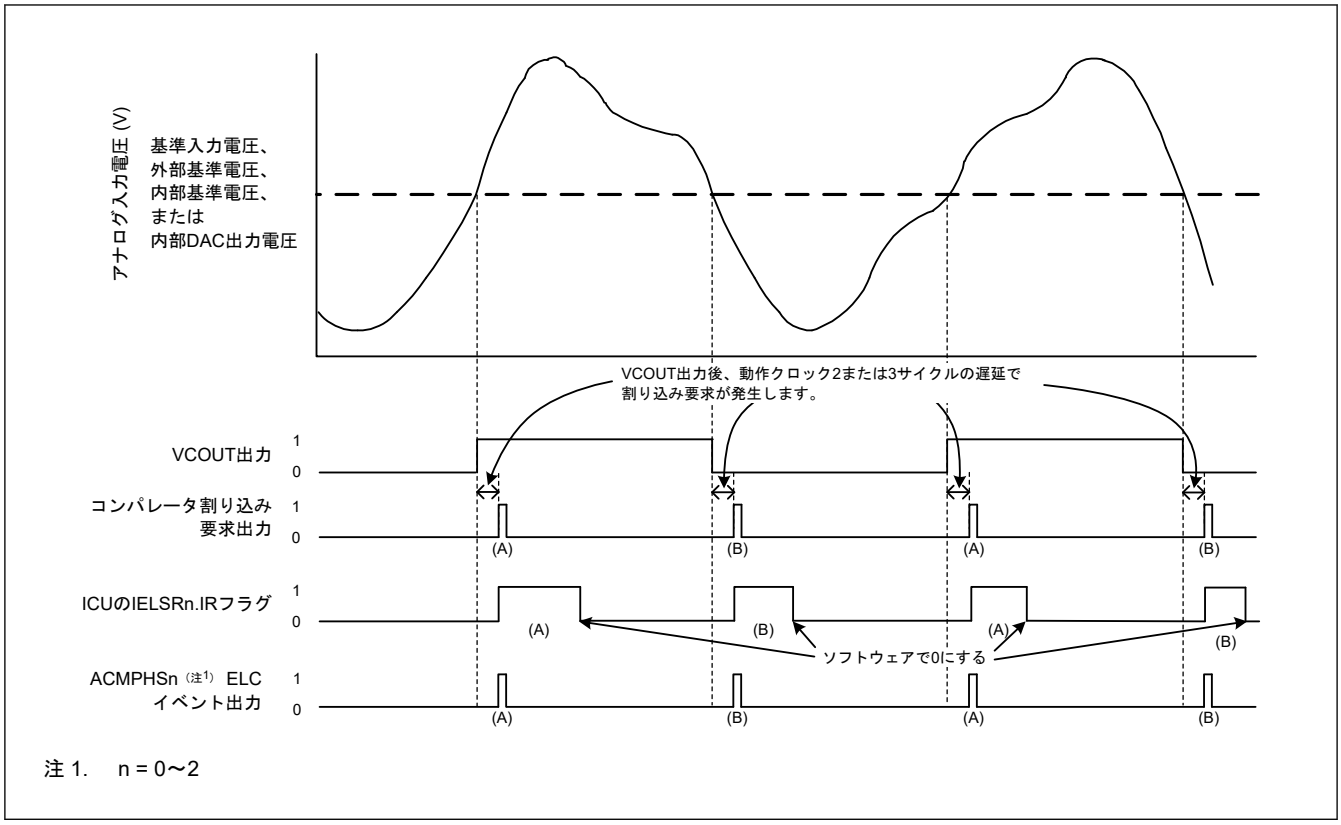

図 35.2 ACMPHS 動作の例
ACMPHS 動作の例を図 35.2 に示します。アナログ入力電圧が ACMPHS 基準入力電圧より高くなると VCOUT 出力は 1 になり、低くなると VCOUT 出力は 0 になります。ACMPHS 出力が変化すると、割り込み要求および ELC イベントが出力されます。
図 35.2 は CPOE = 1（端子出力有効）、CDFS[1:0] = 00b（フィルタを使用しない）、かつ CEG1 = CEG0 = 1（両エッジ検出を選択）の場合の例です。CINV = 0、CEG0 = 1、かつ CEG1 = 0（ACMPHS からの非反転出力信号用に立ち上がりエッジ検出を選択）の場合、IELSR.IR フラグは (A) で示されるように変化します。CINV = 0、CEG0 = 0、かつ CEG1 = 1（ACMPHS からの非反転出力信号用に立ち下がりエッジ検出を選択）の場合、IR フラグは (B) で示されるように変化します。